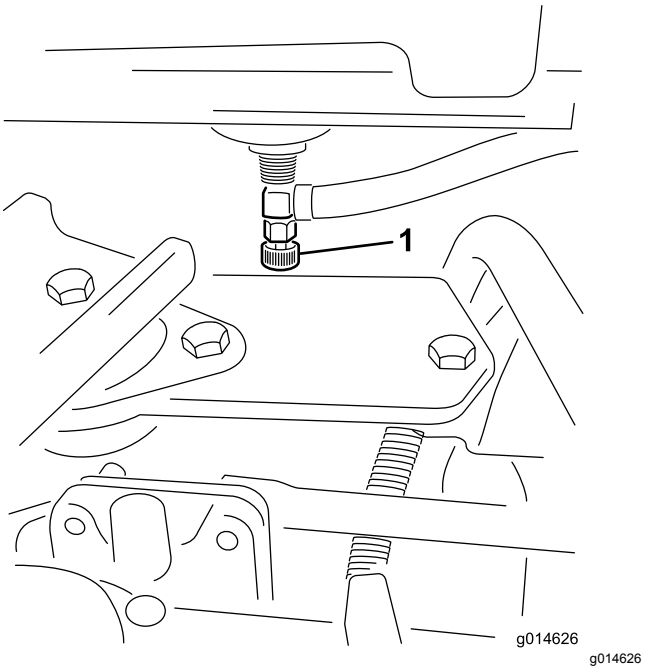

Figur 36
1. Stäng bränslekranen (Figur 36) under bränsletanken.